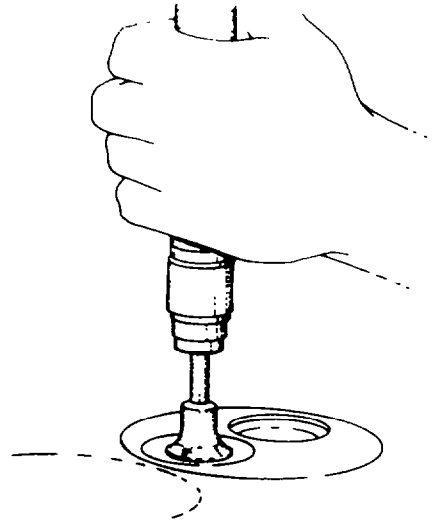

Fig. 43 — Lapping-in Valves
e. Place the valve back in the head and oscillate it to remove surface imperfections (see fig. 43).